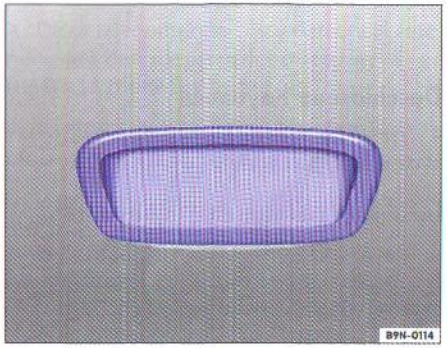

Fig. 15 Imagine din capitonajul hayonului: Locaş pentru apucarea la închidere
– Apucaţi cu mâna locaşul ⇒ fig. 15 din interiorul hayonului ⇒ ⚠ şi trageţi hayonul în jos.